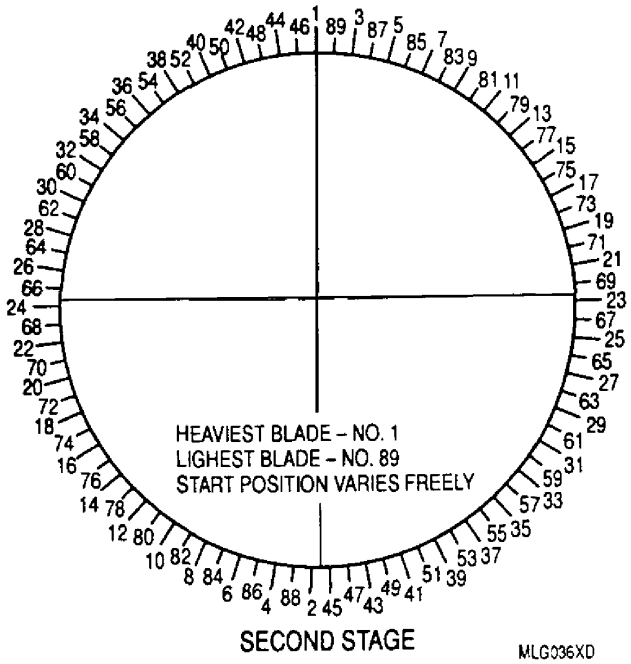

Figure 4. Blade Location
(1) Turn knurled knob on the fixture and raise the wheel 0.250 in. above detail–9 support ring.
(2) Install blades into wheel using proper weight sequence as shown in figure 4.
(3) After all blades are installed, place detail–8 pressure ring on the top of blades.
(4) Raise wheel by turning knurled knob on fixture while tapping on detail–8 pressure ring until all blades are fully in wheel.
(5) Remove detail–8 pressure ring from wheel.